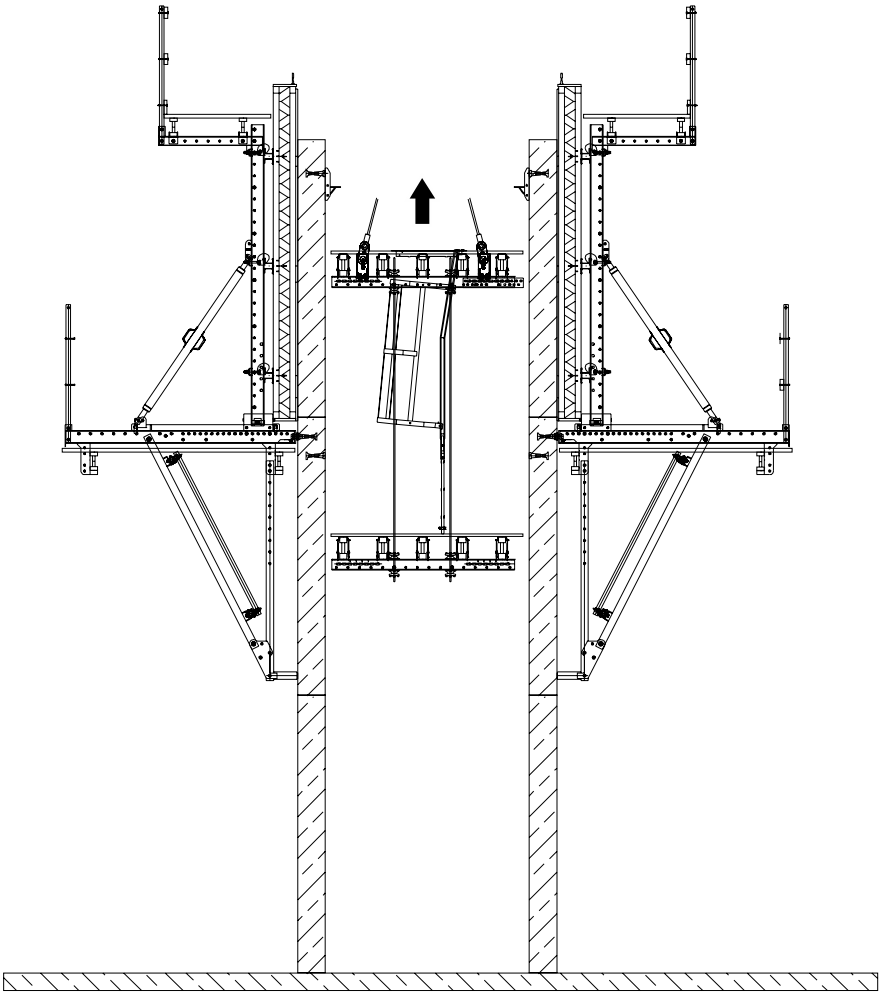

Abb. A4.08
5. Bühne in den nächsten Takt heben (Abb. A4.08).